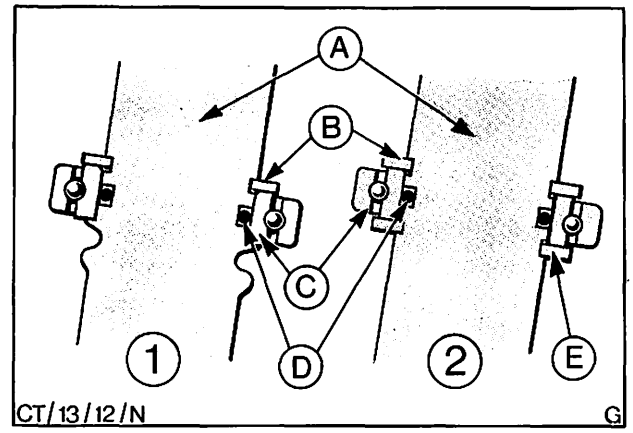

Abb. 80 Oberes Lager der Lenksäule
19. Oberes Lager und neue Sprengringe auf die Lenkspindel setzen, Abb. 80.